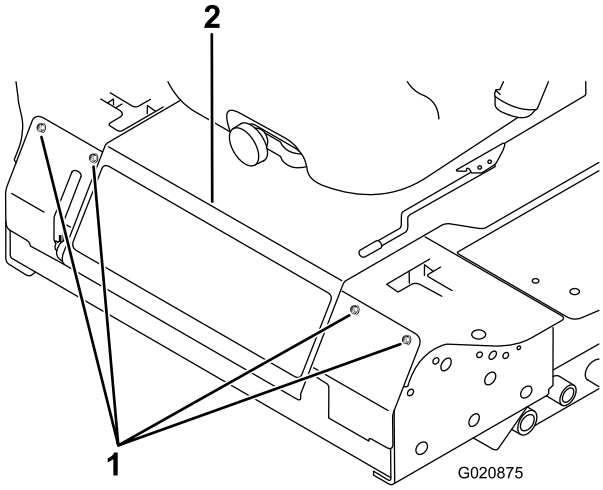

Rysunek 56
3. Usuń śruby mocujące panel przedni i zdejmij go (Rysunek 56).